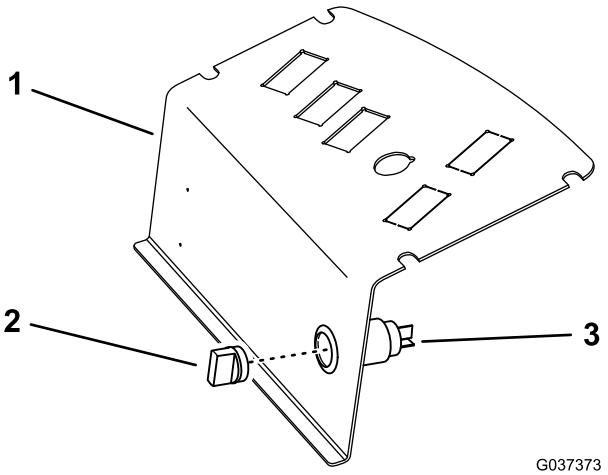

Figure 6
8. From the seat side of the control-panel plate, insert the power point into the hole, secure it with the outer shell, and insert the cap into the power point (Figure 6).